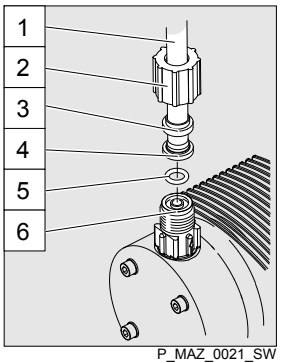

Fig. 7: Versions PP, NP, PV
2. Pull the union nut (2) and clamp ring (3) over the hose (1) - see Fig. 7.
3. Push the hose end (1) up to the stop over the nozzle (4) and widen, if necessary.